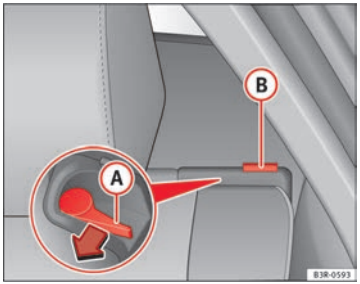

Abb. 114 Entriegelungshebel der Rückenlehne
– Den Entriegelungshebel (A) ⇒ Abb. 114 in Pfeilrichtung bewegen.